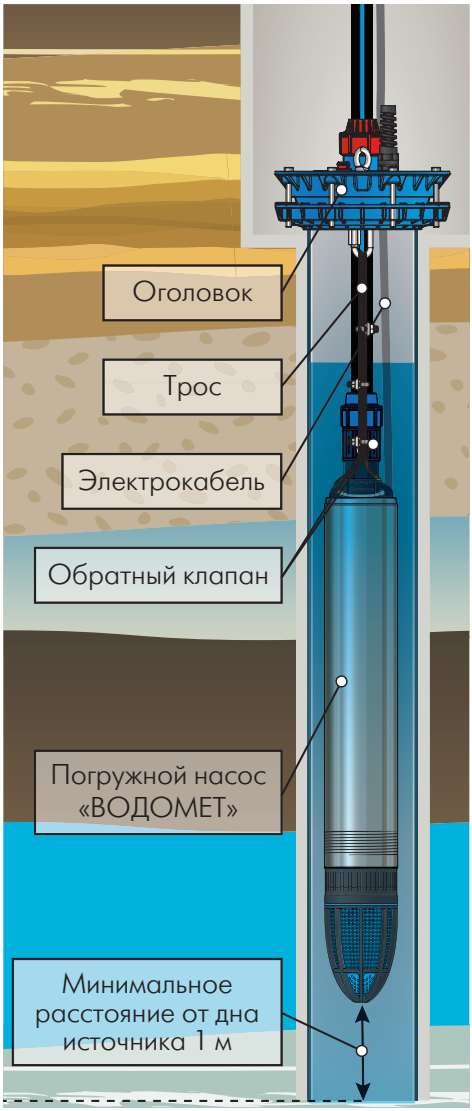

Рисунок 6
5.2. Монтаж насоса (рисунок 6, 7)